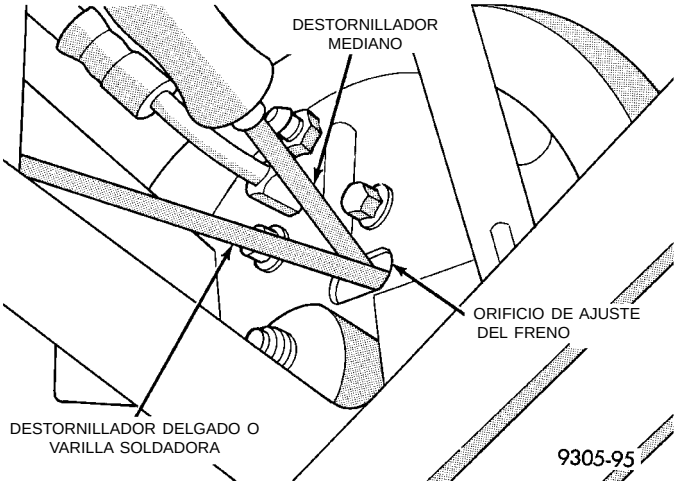

Fig. 185 Ajuste del tambor de freno con la herramienta C-3784
(4) Inserte el Ajustador de frenos, Herramienta especial C-3784, (Fig. 185) o un equivalente, a través del orificio de ajuste en la placa de apoyo y contra la rueda estrellada del tornillo de ajuste. Mueva el mango de la herramienta hacia abajo hasta que se sienta una leve resistencia cuando se hace girar la rueda de carretera.
(5) Inserte un destornillador delgado o una parte de una varilla soldadora en el orificio de ajuste del freno (Fig. 185). Presione la palanca de ajuste para desacoplarla de la rueda estrellada. **Debe tenerse cuidado de no doblar la palanca de ajuste o deformar el muelle de la palanca.** Mientras mantiene la palanca de ajuste desacoplada de la rueda estrellada, tire de la rueda estrellada hacia atrás para asegurar que la rueda gire libremente, sin roce de la zapata de freno.